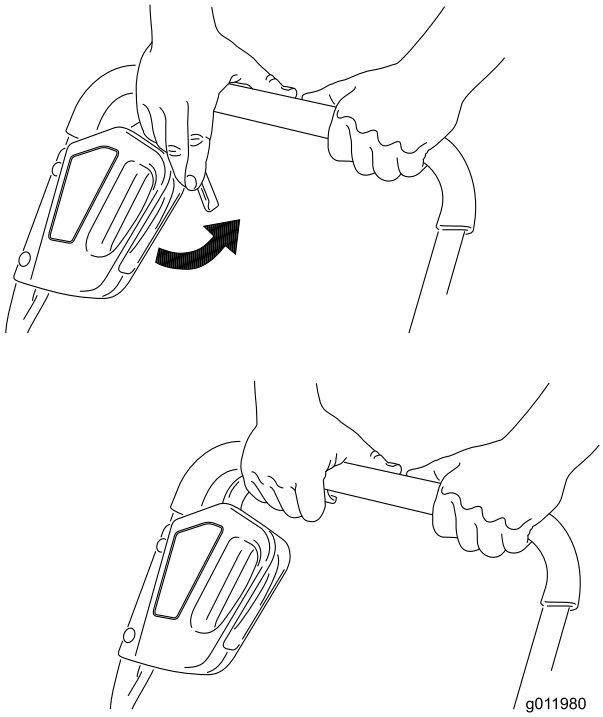

Figure 9
4. Squeeze the control lever to the handle (Figure 9).